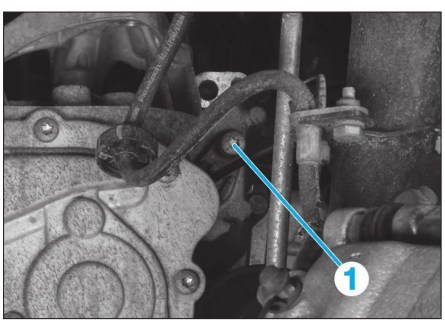

**Fig. 7**
• Déposer le dispositif de marche arrière (1) **(Fig.7)**.